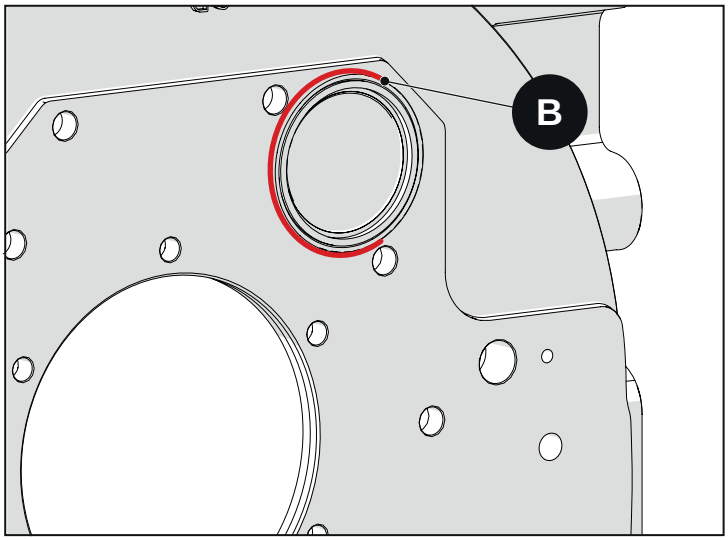

Fig. 2.130
- Eseguire un cordone di silicone di 2 mm di spessore intorno all’O-ring, come mostrato in fig.2.130.